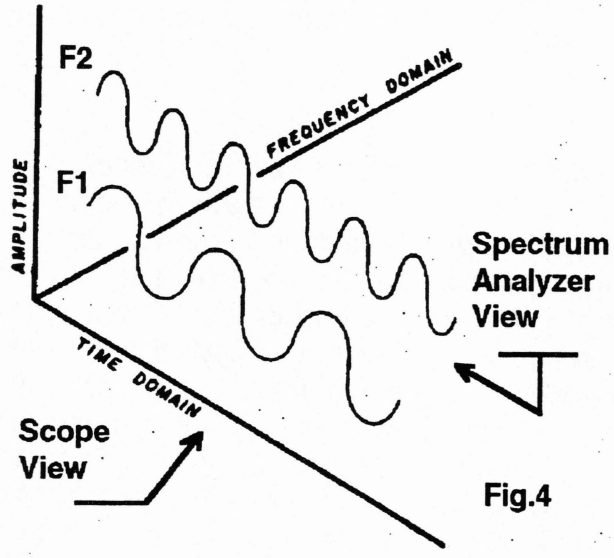

Fig.4
Now that we have seen how the basic spectrum analyzer uses the 'scope, lets delve a bit deeper into the difference between the conventional 'scope display and the spectrum analyzer 'scope display. If we visualize the spectrum as being 3-dimensional, (Fig.4) the difference becomes immediately apparent. This 3-dimensional drawing combines the 3 axes we have been discussing, into one illustration. In the conventional 'scope display, the horizontal (X) axis represents "Time" and the vertical (Y) axis represents "Amplitude". The third axis, "Frequency" would not be visible since it is positioned 90 degrees relative to the other two, which would have it running from the front of the CRT back into the 'scope.